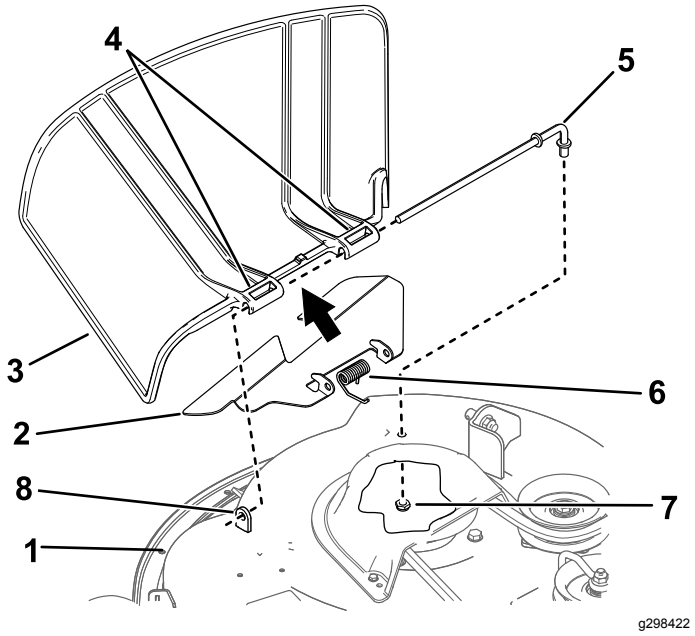

Figur 71
1. Fjern mutteren (⅜ tomme) fra stangen under klippeenheten (Figur 71).
2. Skyv stangen ut fra den korte utstikkeren, fjæren, skjermen og gressavlederen (Figur 71).
4. Monter den nye gressavlederen og skjermen (Figur 71).
7. Skyv stangen gjennom skjermen og den andre gressavlederbraketten (Figur 71).
9. Fest den bakre enden av stangen til klippeenheten med en mutter (⅜ tomme) som vist i (Figur 71).